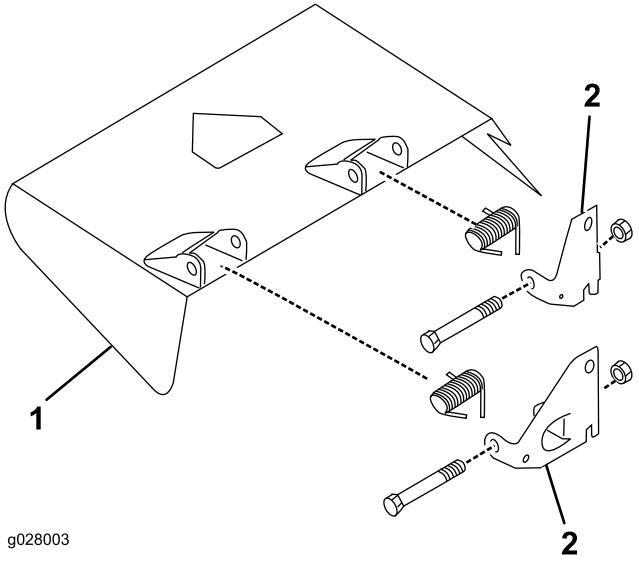

Figur 6
3. Bruk hodeskruene, låsemutterne og fjærene som du fjernet tidligere, til å montere de nye svingbrakettene på avlederfestene (Figur 6).